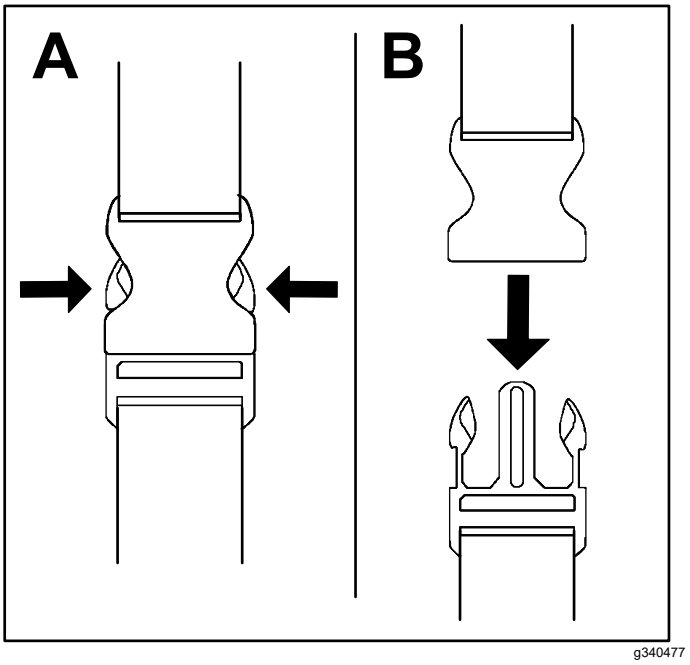

Rysunek 5
1. Nacisnąć boki klamry (A na Rysunek 5).
2. Rozłączyć klamrę (B na Rysunek 5).